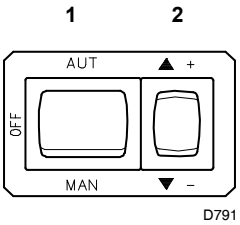

Fig. 23
- Poner en marcha el quemador cerrando los termostatos y con el interruptor 1) (Fig. 23) en la posición “MAN". Verificar el sentido de giro de la turbina del ventilador a través del visor de llama 24)(Fig. 1, pág. 8).
- Cuando el gasóleo sale por el tornillo 3), es indicativo de que la bomba está cebada. Parar el quemador: interruptor 1) (Fig. 23) en posición “OFF” y apretar el tornillo 3).
Presionar el pulsador 2) (Fig. 23, pág. 21) “disminución de potencia” y mantenerlo oprimido hasta que el servomotor se pone a 20° (regulación efectuada en fábrica).
Después de la regulación del caudal de encendido y de modulación mínima, se pasa a la regulación del caudal máximo oprimiendo el pulsador 2) (Fig. 23, pág. 21) hacia el signo “+” hasta que el servomotor 27) (Fig. 1, pág. 8) llegue a la posición máxima de 130°.
Pulsar el pulsador 2) (Fig. 23, pág. 21) “aumento potencia” para que el servomotor gire aproximadamente 15°.Regular el tornillo hasta tener una óptima combustión. Proceder de la misma manera con los tornillos sucesivos.